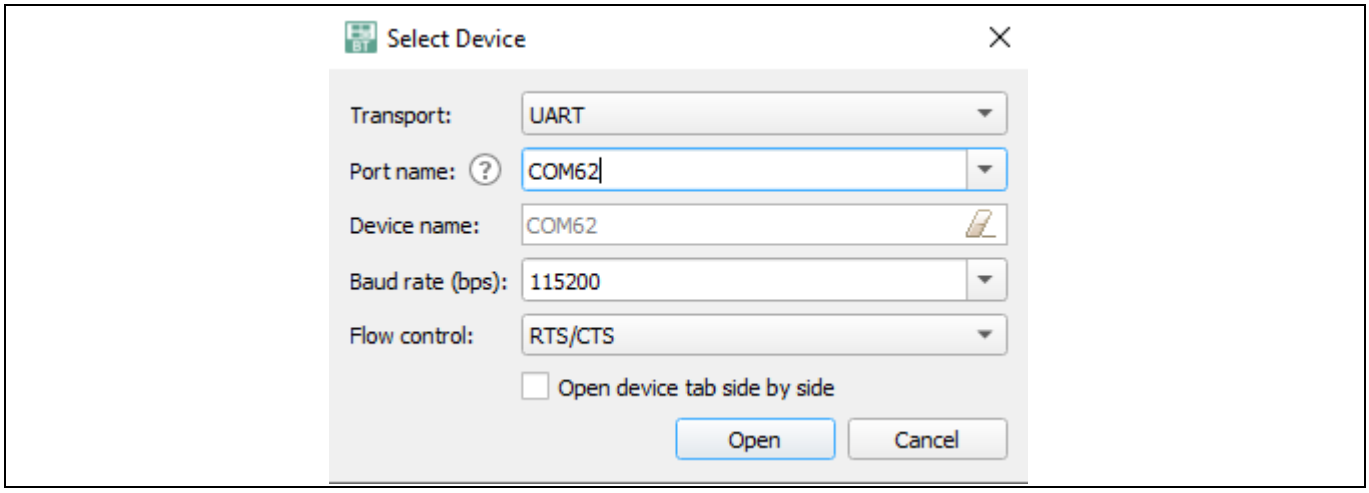

Figure 6 Select Device window
4. On the Select **Device** window, enter the following details and click **Open**. See Figure 6.